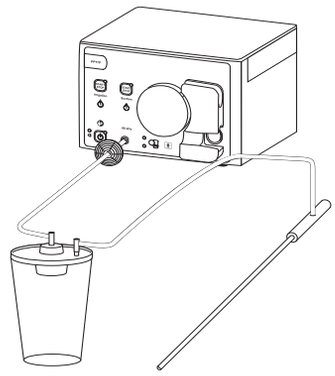

Afb. 5-16 Verbinding van apparaat en zuigsysteem met zuig-/spoel-instrument
1. Verbind het apparaat en de zuigbak met de vacuümslangset met hygiënefilter. De vacuümslangset met hygiënefilter kan max. 30 dagen met het apparaat verbonden blijven (Afb. 5-16).
2. Verbind de zuigbak met het instrument (via de zuigslang Afb. 5-16).